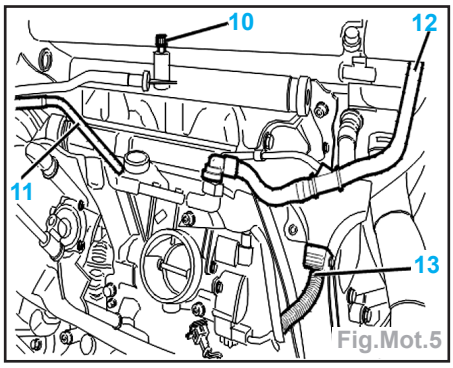

Fig.Mot.5
- Débrider le tuyau de direction assistée (9).
- Faire chuter la pression d'essence en branchant l'extrémité du tuyau avec embout (**ref. 0141-T1**) sur la valve **SHRADER** (10); récupérer l'essence dans un récipient (Fig.Mot.5).